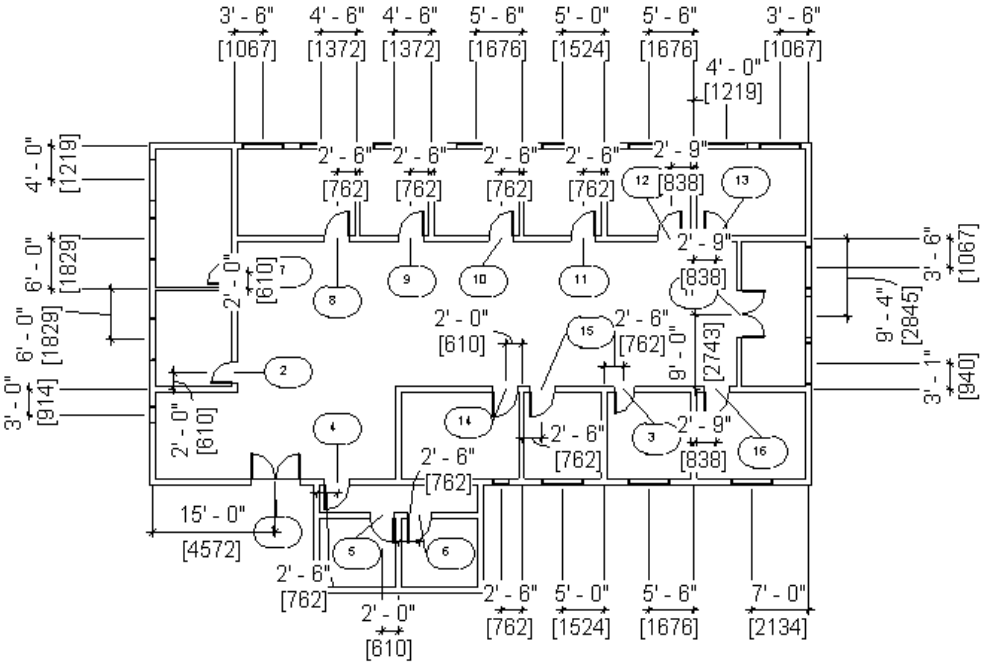
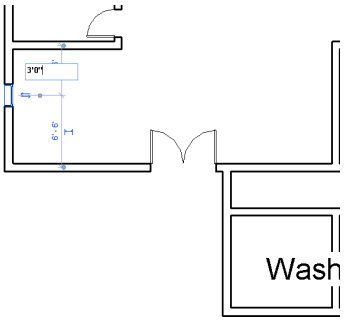

Figure 3-77 *Sketch for adding doors and windows to the Office Building project*
Figure 3-83 *Specifying the exact location of the window*
In this tutorial, you will add doors and windows and also add a floor and a ceiling to the *c03_Office_BuildingI_tut1.rvt* project file for Imperial or *M_c03_Office_BuildingI_tut1.rvt* project file for Metric created in Tutorial 1 of Chapter 3. Refer to Figure 3-77 for adding these elements. The dimensions and the text have been given for reference and are not to be added. The project file name and parameters to be used are given next. **(Expected time: 30 min)**
d. Place the windows, as shown in Figure 3-77.
14. Add the other types of door in other areas at a specified distance from the internal wall, refer to Figure 3-77.
6. Click on the upper temporary dimension and enter **3'0"** for Imperial or **900 mm** for Metric, as shown in Figure 3-83. Press ENTER; the window is moved to the specified location. Similarly, add other windows of the same type near the internal wall of the I.T. Server room (mentioned in Tutorial 1) by invoking the **Window** tool from the **Build** panel, refer to Figure 3-77.